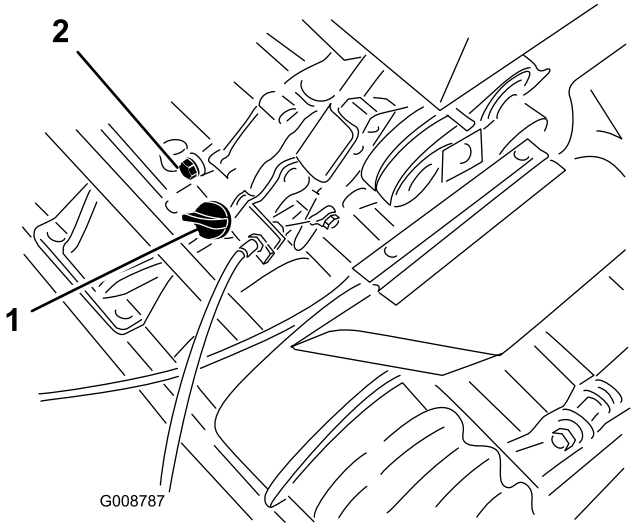

**Figura 26**
1. Coloque o cortador de maneira a que o motor esteja nivelado e limpe à volta o medidor do nível de óleo (Figura 26).
2. Coloque um recipiente de drenagem na traseira da máquina, debaixo do tampão de escoamento (Figura 26).